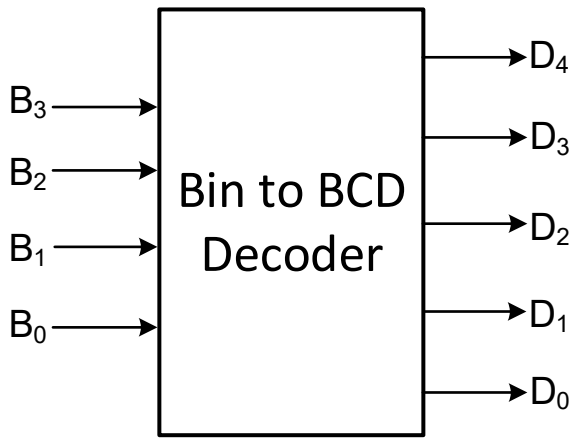

Figure 1: Binary to BCD Decoder
We will start by implementing the decoder that takes a 4-bit binary number and generates its corresponding BCD 5-bit binary code. The block diagram of the decoder is shown in Figure 1. Carry out the following steps to implement and test the decoder:
- $Result_{3-0}$ (where $Result_3$ is the most significant bit) are the 4-bit input to the *Binary to BCD Decoder* (Figure 1), while D_4 and D_{3-0} are its outputs.